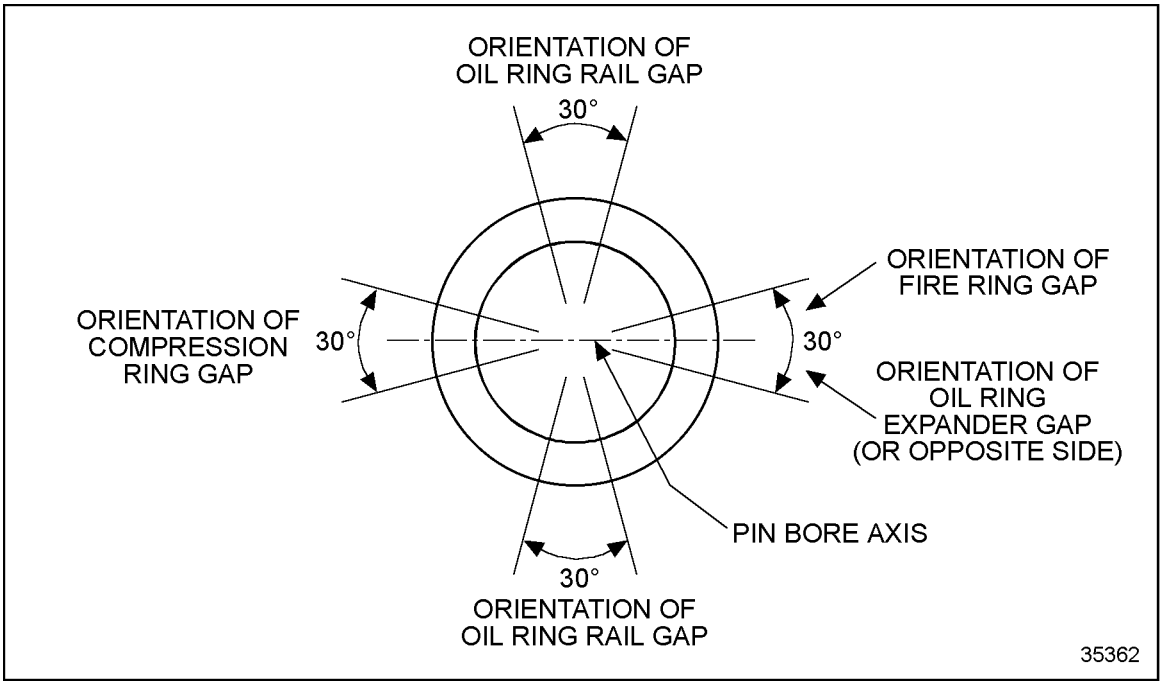

Figure 1-273 Installation of Compression Ring with J 22405–02
1. Install the compression ring (rectangular cut shape) in the second groove of the piston, using tool J 22405-02. See Figure 1-273.